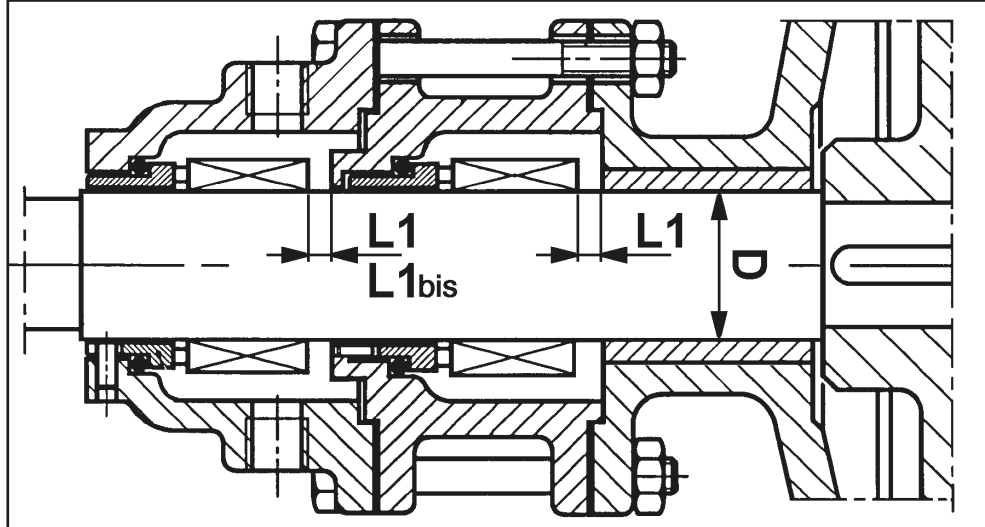

Abb. 24
- ☐ Die Baugruppe Flansch-Halterung (09) einsetzen.
Anm.: Die Tabelle gibt den Durchmesser D der Welle und den Abstand L1 zwischen der Dichtung (66.1) und der Baugruppe Flansch-Halterung (09) an, wenn diese nicht blockiert ist, sondern auf der Rückseite des Rotors aufliegt (Abb. 24)**.**
- ☐ Den festen Teil der Dichtung in der Dichtungshalterung (77) montieren.
- ☐ Die Dichtungshalterung auf der Baugruppe Flansch-Halterung montieren und die vorausgehenden Arbeitsschritte mit der Dichtung (66.2) und der Dichtungshalterung (81) wiederholen.
- ☐ Die äußere Einstellmutter (14) montieren und die Dichtungshalterung blockieren.